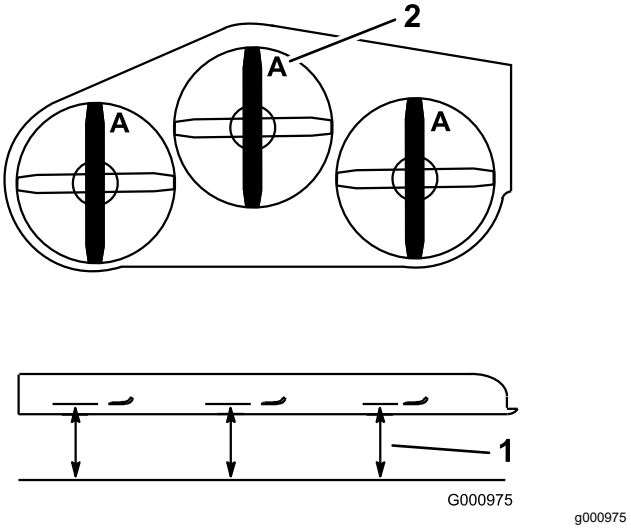

Figura 86
2. Mida desde una superficie nivelada hasta el filo de corte, posición **A**, de las cuchillas (Figura 86).